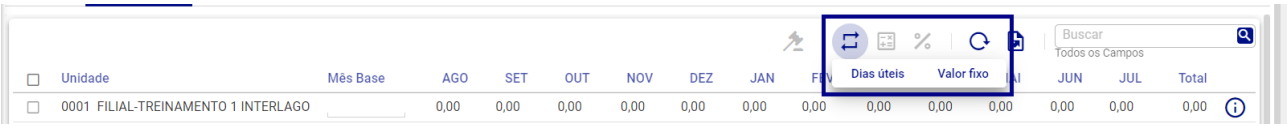

Figura 274: Modalidades Dias Úteis Valor Fixo
2. Escolha uma das modalidades (Figura 274):